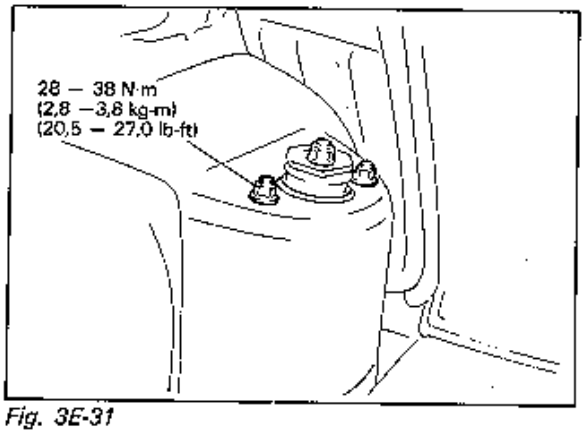

Fig. 3E-31
6) Apriete las tuercas de rueda al par especificado. (Refiérase a la Fig. 3E-53).